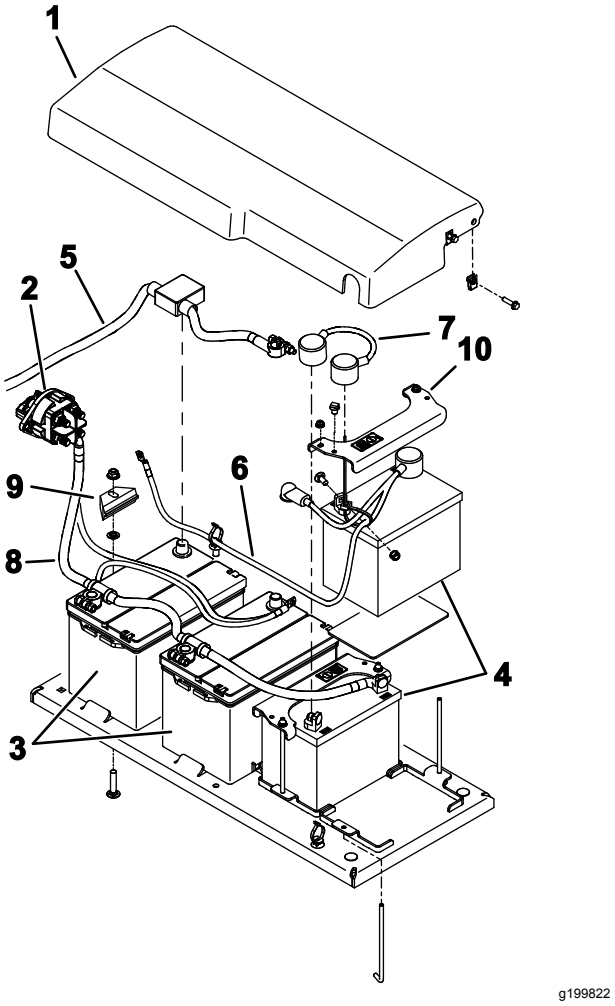

Figur 103
6. Fjern festene som fester batteridekselet til maskinen, og fjern dekselet (Figur 103).
9. Fjern batteriene forsiktig fra maskinen (Figur 103).
1. Fest batteriene med tilholderne (Figur 103).